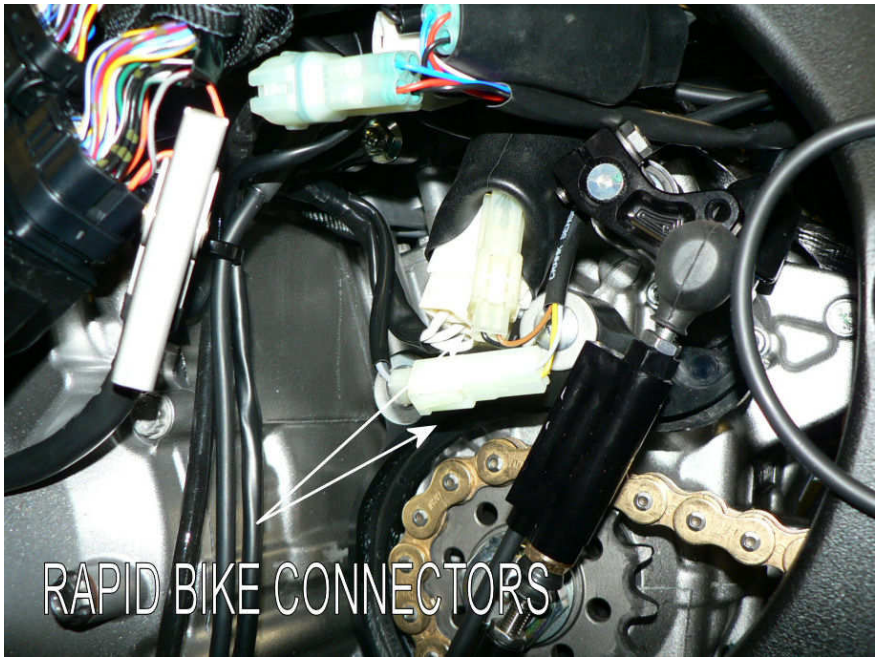

**Fig. 6**
12. Die Rapid Bike-Verbinder an die Originalverkabelung anschließen (**Fig.6**).